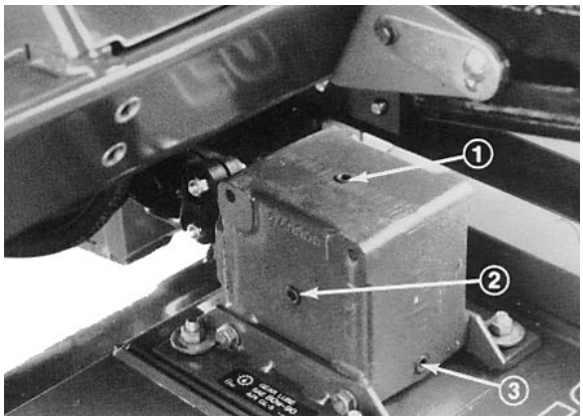

Bild 4
2. Die Prüfschraube aus der Seite des Getriebes entfernen und sicherstellen, daß der Ölstand die Unterseite des Lochs erreicht (Bild 4). Bei niedrigem Ölstand die Füllschraube aus der Oberseite des Getriebes entfernen und genug Öl nachfüllen, bis der Ölstand die Unterseite des seitlichen Lochs erreicht.